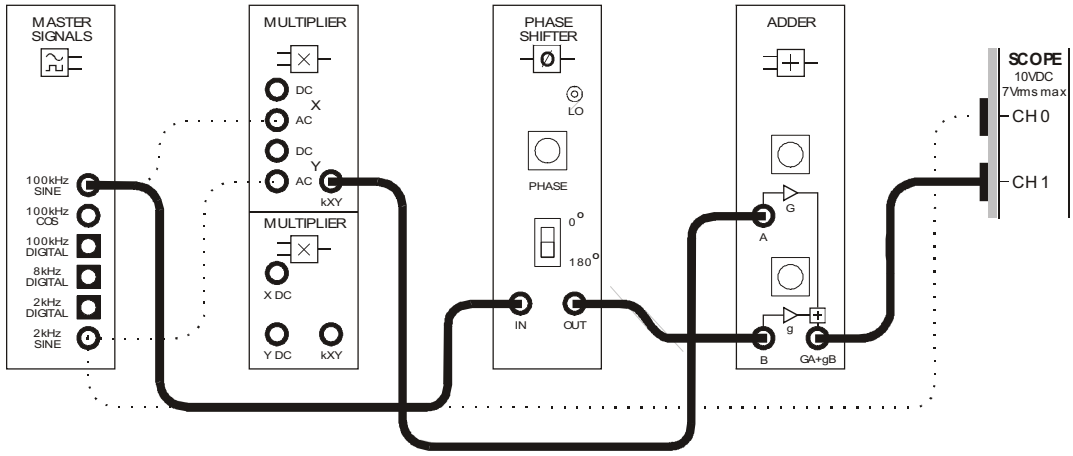
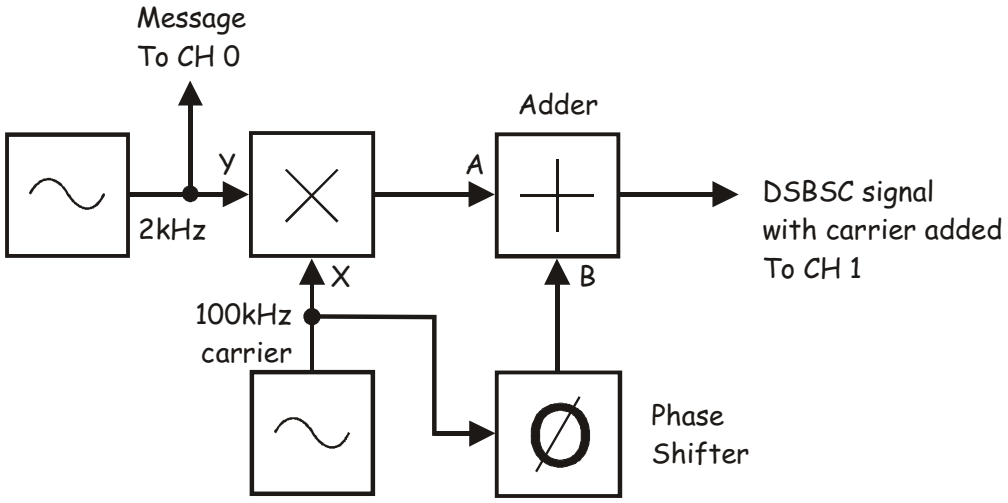

Figure 9
Figure 10
16. Modify the set-up as shown in Figure 9 below.
This set-up in Figure 9 can be represented by the block diagram in Figure 10 below. The 100kHz carrier is added to the DSBSC signal using the Adder module. However, the signal is first passed through the Phase Shifter module so that you can adjust its phase shift related to the DSBSC signal's suppressed carrier.